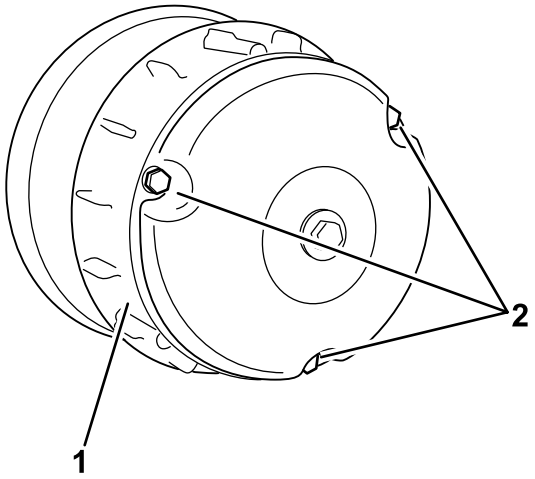

Figur 61
2. Fjern de tre skruene som fester dekselet til clutchen og fjern dekselet (Figur 61).
4. Sett på clutchdekselet og fest det med de tre skruene (Figur 61) som du fjernet i (2).